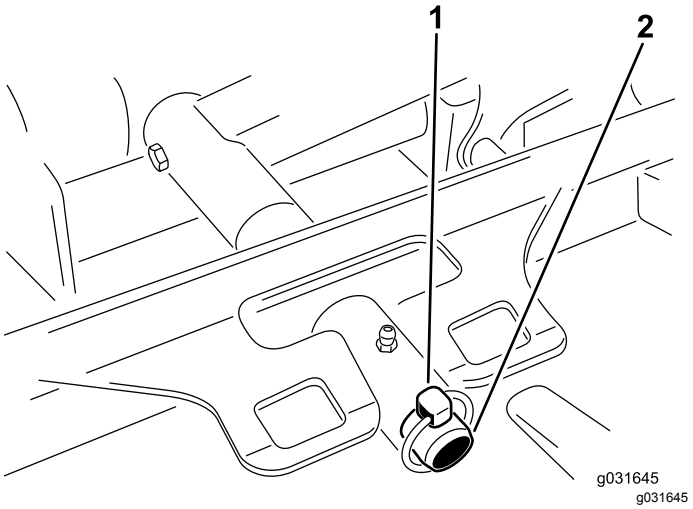

图 69
3. 卸下将刀盘承载架固定至提升臂枢轴销的保险销或锁紧螺母图 69。
3. 将刀盘承载架滑到提升臂枢轴销上并用保险销或锁紧螺母固定图 69。